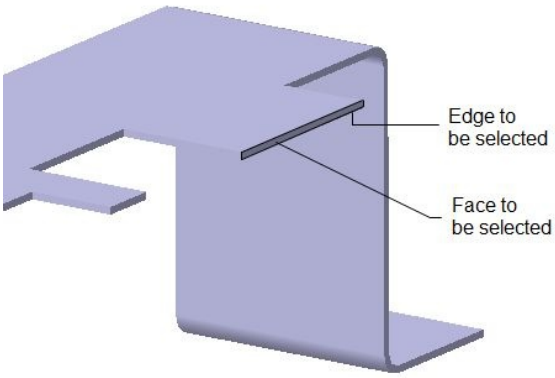

Figure 15-127 *The lower edge and the planar face to be selected for creating the wall*
e. Create a wall on edge feature, refer to Figures 15-127 and 15-128.
2. Select the lower edge of the base wall, as shown in Figure 15-127.
4. Select the surface representing the thickness of the base wall, refer to Figure 15-127; the **Sketcher** workbench is invoked.